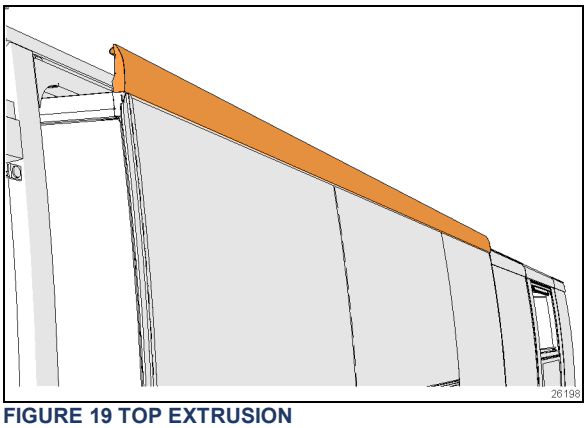
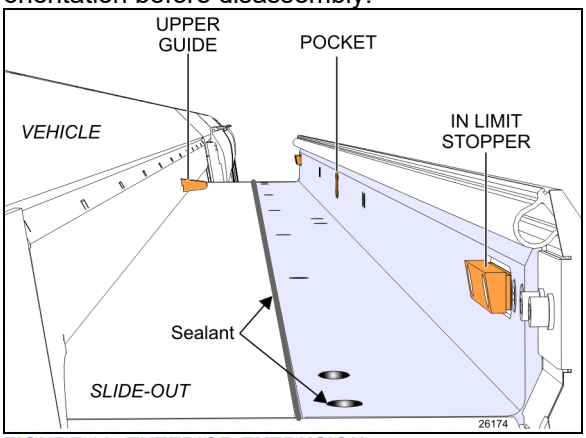

FIGURE 19 TOP EXTRUSION
**FIGURE 30: EXTERIOR EXTRUSION**
2. Turn the ignition to the off position. Using the manual override procedure (Paragraph 5), extend the slide-out a few inches so the exterior extrusion screws located on the top of the slide-out are accessible from outside (Figure 30).
8. Using a knife, cut the sealant between the Top extrusion and the roof. (Figure 19, Figure 30)
9. Remove the top exterior extrusion screws and the two end caps (Figure 19)
14. Once completed, use the manual override procedure to extend the slide-out and reinstall the exterior extrusion. Apply appropriate sealant on the exterior extrusion screws and between the extrusion, the roof and the edges to prevent water infiltration (Figure 30).